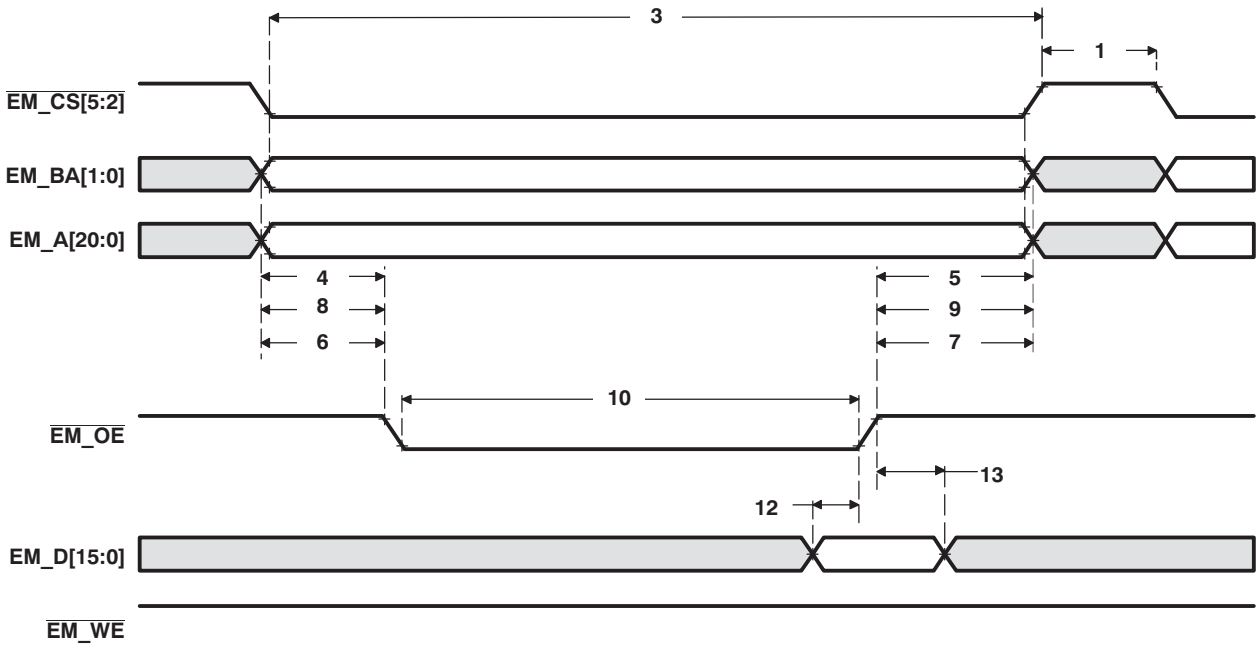
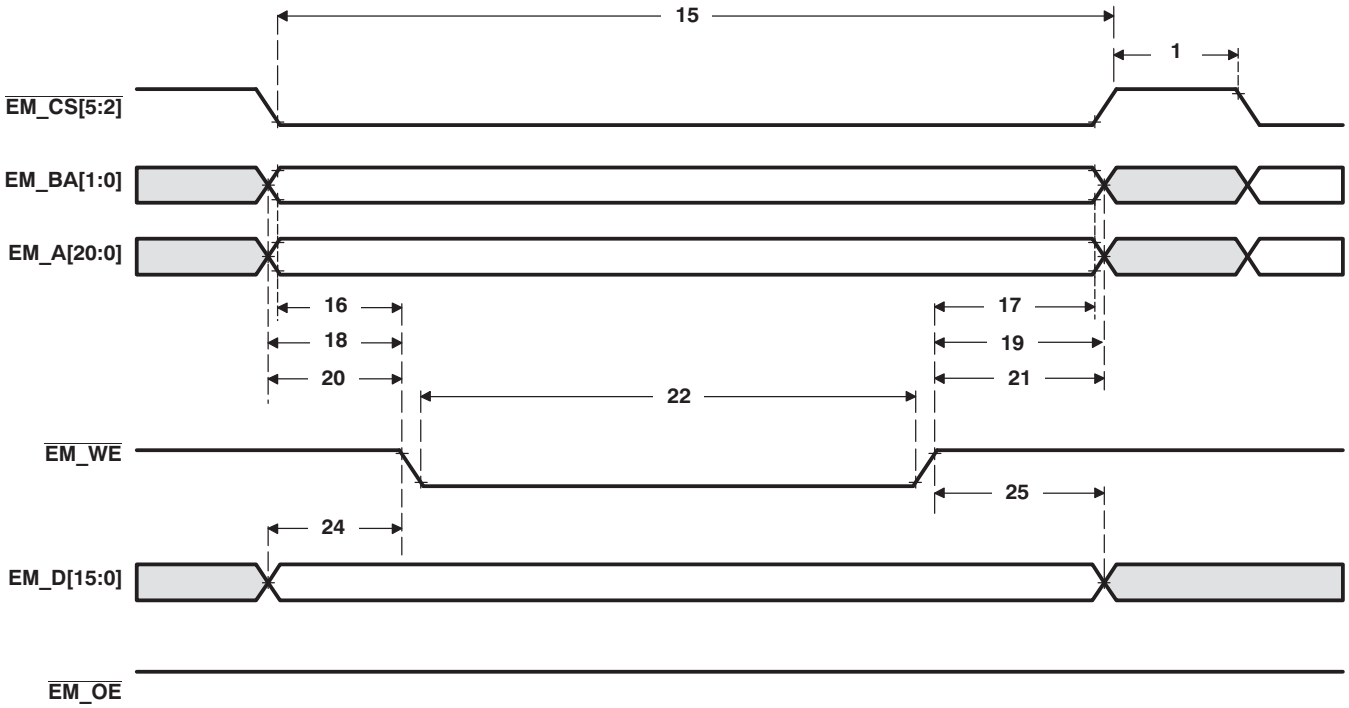
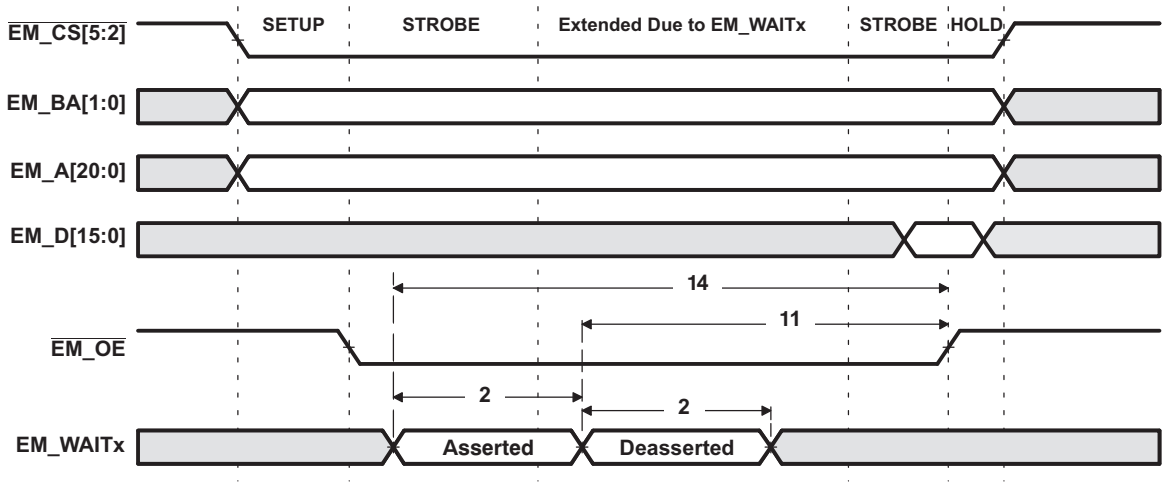
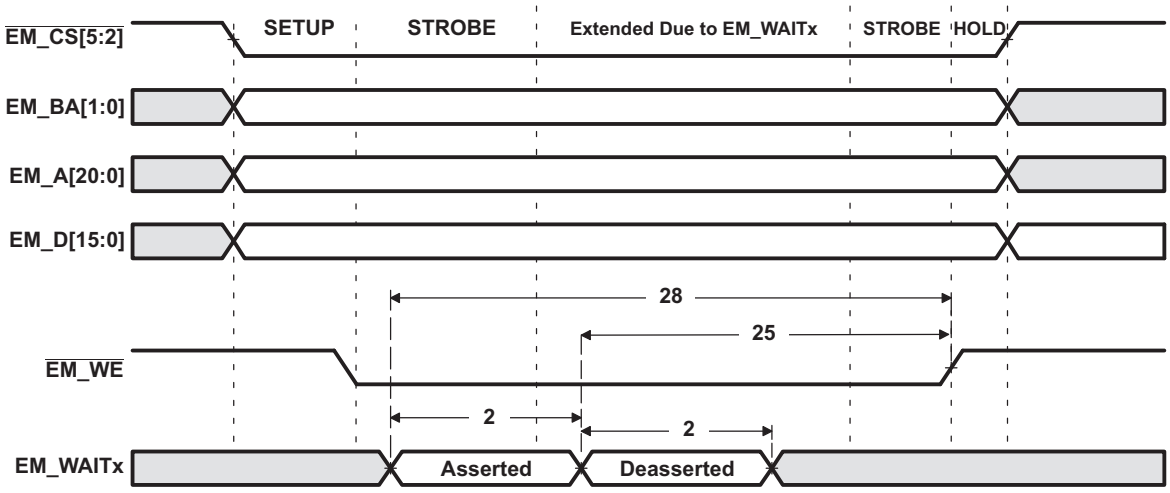

Figure 6-14. Asynchronous Memory Read Timing for EMIF
Figure 6-15. Asynchronous Memory Write Timing for EMIF
Figure 6-16. EM_WAITx Read Timing Requirements
Figure 6-17. EM_WAITx Write Timing Requirements
Table 6-13. Switching Characteristics Over Recommended Operating Conditions for EMIF Asynchronous Memory (1) (2) (see Figure 6-15 and Figure 6-17) (3) (continued)
Table 6-14. Timing Requirements for EMIF Asynchronous Memory(1) (see Figure 6-14, Figure 6-16, and Figure 6-17)
(1) E = SYSCLK period in ns, if EMIF is set for "full rate" ***or*** E = SYSCLK/2 period in ns, if EMIF is set for "half rate" as defined by bit 14 of the EMIF Status register (0x1001h). For example, when EMIF is set to full rate and SYSCLK is selected and set to 100 MHz, E = 10 ns.
(2) Setup before end of STROBE phase (if no extended wait states are inserted) by which EM_WAITx must be asserted to add extended wait states. Figure 6-16 and Figure 6-17 describe EMIF transactions that include extended wait states inserted during the STROBE phase. However, cycles inserted as part of this extended wait period should not be counted; the 4E requirement is to the start of where the HOLD phase would begin if there were no extended wait cycles.
Table 6-15. Switching Characteristics Over Recommended Operating Conditions for EMIF Asynchronous Memory(1) (2) (3) (see Figure 6-14, Figure 6-16, and Figure 6-17)
Table 6-15. Switching Characteristics Over Recommended Operating Conditions for EMIF Asynchronous Memory (1) (2) (3) (see Figure 6-14 , Figure 6-16 , and Figure 6-17) (continued)